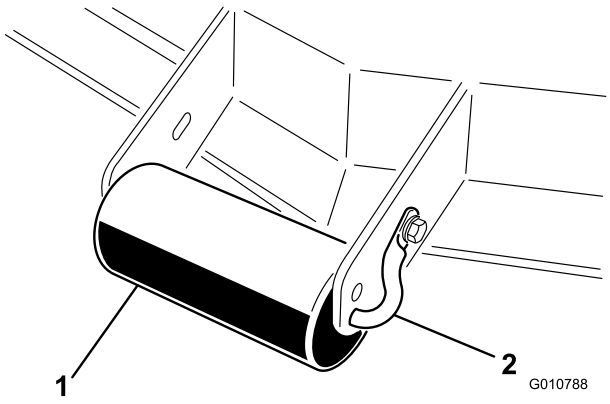

Figura 10
1. Rimuovete la vite a testa cilindrica e il dado che fissano l'albero del rullo alla staffa dell'apparato di taglio (Figura 10).